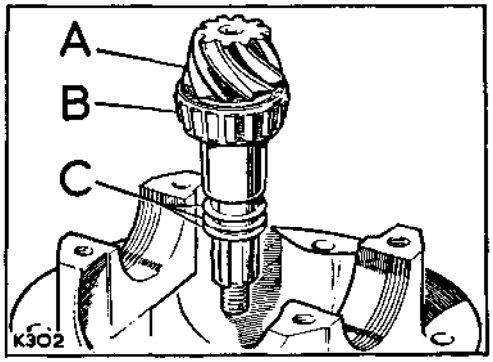

**Fig. E1-61. Pinion assembly**
2. Press the pinion end roller bearing on to the pinion shaft. See Fig. E1-61.